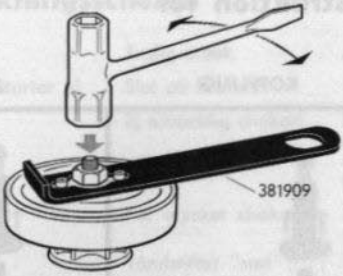

Fig 20.
3. Skruva av den självlåsande muttern, som håller kopplingen, och ta bort brickan. Därvid användes mothåll 381909. Se fig 20.